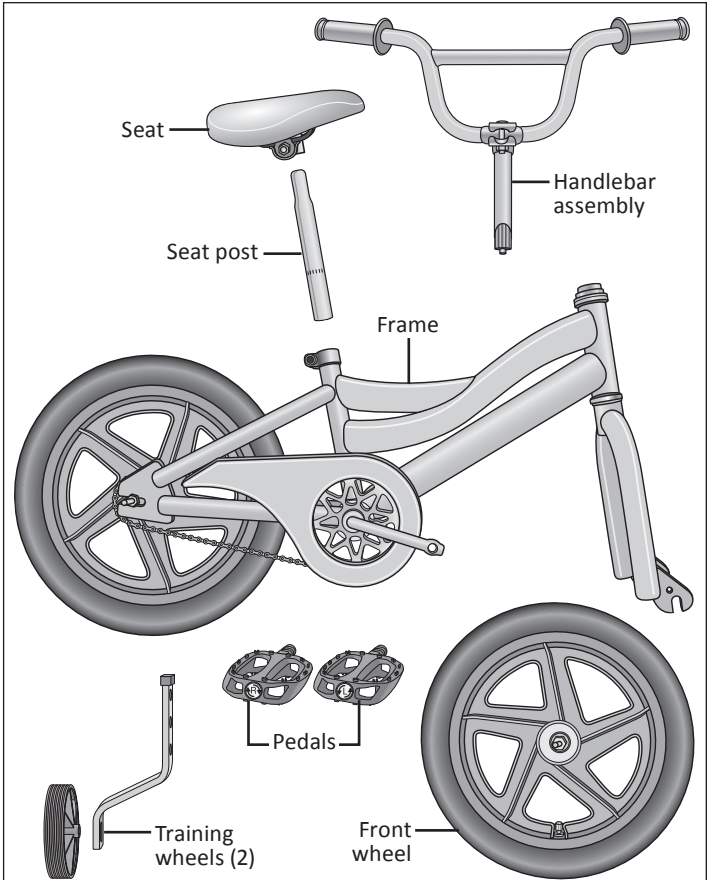

Figure 3.2
1. Open the carton from the top and remove the bicycle. **Figure 3.2**